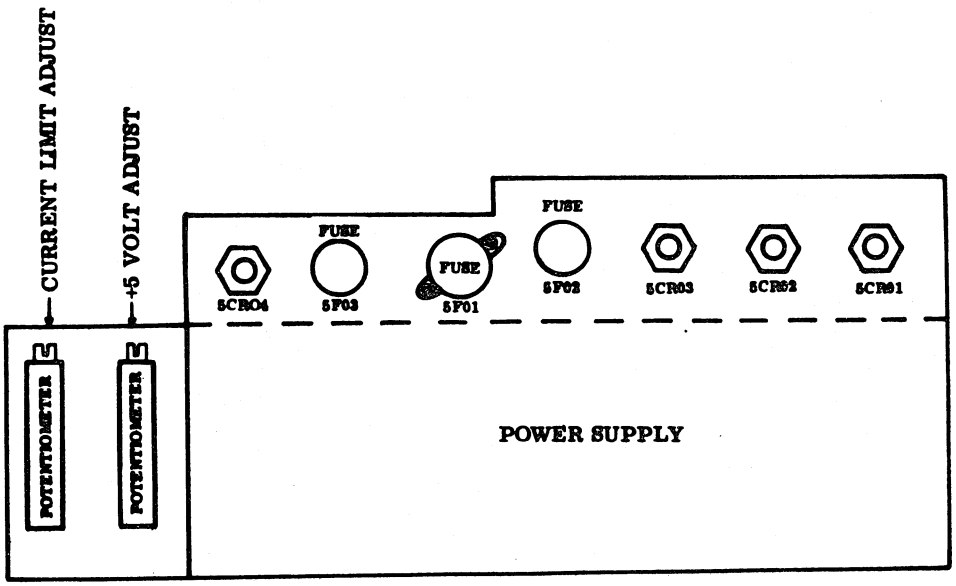

Figure 6F-53. Line Printer Power Supply Adjustment Guide
4. Release the format brush assembly by pressing the latch (figure 6F-54).
6. Gently latch the brush reader closed. Listen for the interlock switch (figure 6F-54) to click slightly before the brush reader is latched. If a click is not heard, go to procedure F38.